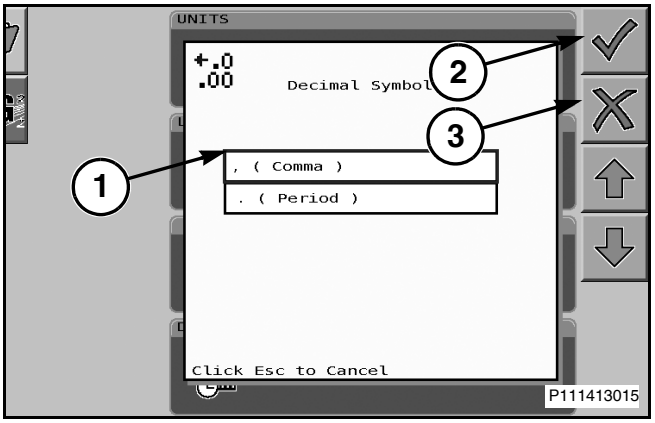

Рис. 69
Рис. 69: Выберите тип разделителя, прокручивая выпадающий список, чтобы подсветить выбор (1), а затем нажмите кнопку колеса прокрутки или кнопку рядом с меткой выбора (2), чтобы принять настройку. Чтобы отменить выбор, нажмите кнопку рядом со значком X (3).